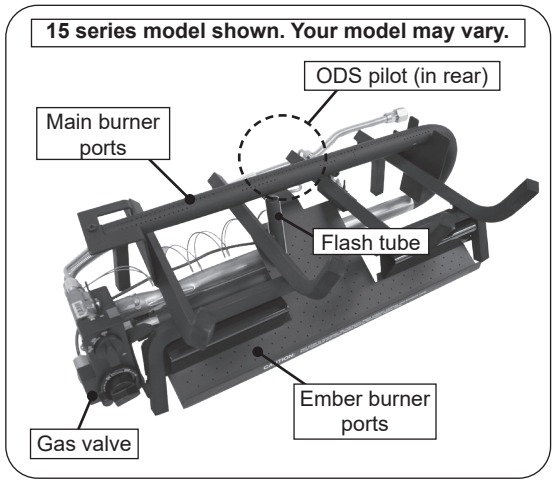

**Fig. 31-1** Burner assembly
2. Dust the assembly and the burners. Using a compressed air duster (commonly available at computer, electronic, or office supply stores) blow through the flash tube, carry over ports, and all of the burner ports. See Fig. 31-1 for locations.